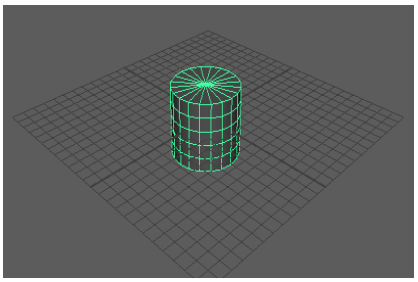

Figure 2-56 *Cylinder created in the viewport*
2. Click in the persp viewport; a cylinder is created, refer to Figure 2-56. Close the **Tool Settings** (**Polygon Cylinder Tool**) panel.